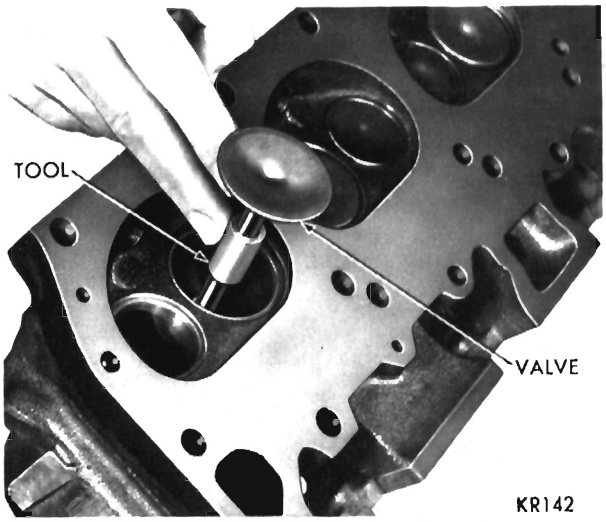

Fig. 13—Installing Valve and Tool C-3973
(1) Clean valves thoroughly, and discard any burned, warped or cracked valves.
(2) Measure valve stems for wear. The intake valve stem diameter should measure .372 to .373 inch and the exhaust valve stem diameter should measure .371 to .372 inch. If wear exceeds .022 inch, replace the valve.
(3) Remove carbon and varnish deposits from inside of valve guides with cleaner, Tool C-756.
(4) Measure valve stem guide clearance as follows: Install sleeve Tool C-3973 over valve stem (Fig. 13) and install valve.